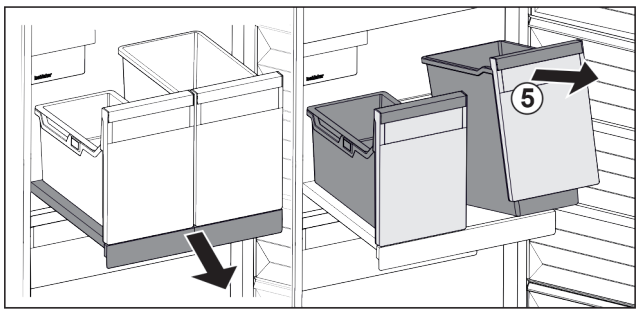

Fig. 118
- ▶ Lift the container *Fig. 118 (5)* at the front.